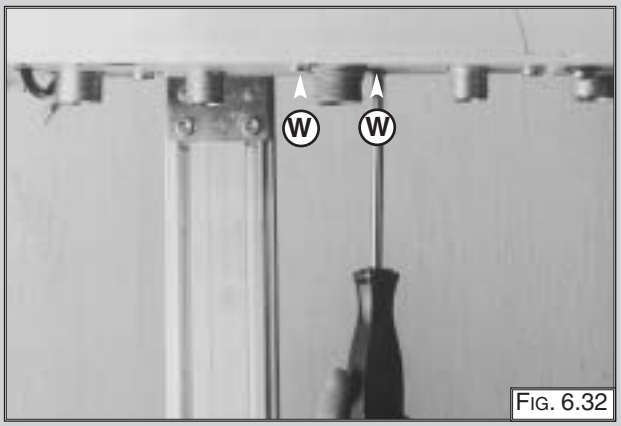

Fig. 6.32
4. Remove the screws "W" from the bottom of the gas valve (Fig. 6.32);